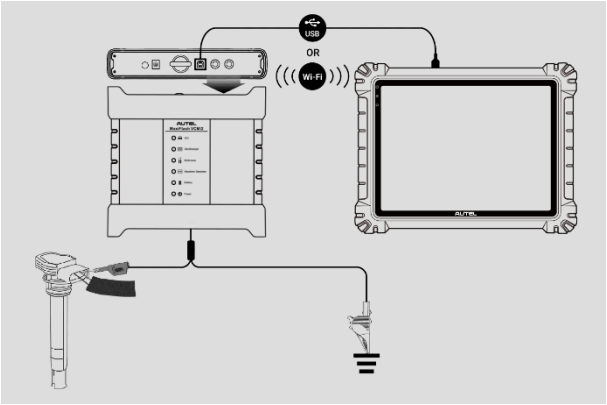

Figur 9-1 ***Kopplingsschema***
1. Sätt i tillämplig testkabel eller probterminal i ingångskanalen/ingångskanalerna för att slutföra anslutningen. (Se *Figur 9-1 Kopplingsschema*.)